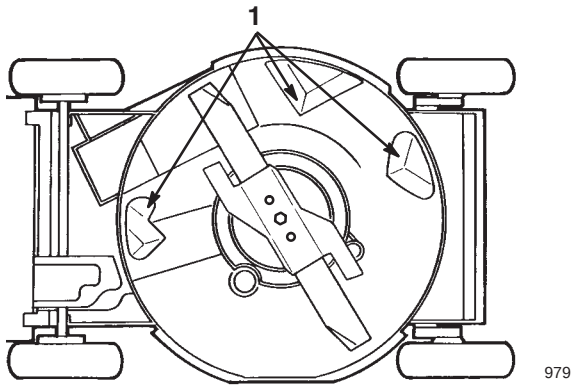

Figur 16
Håll undersidan av gräsklipparkåpan ren. Var särskilt noga med att hålla stötplåtarna fria från skräp (figur 16).
5. Tippa gräsklipparen på **vänster** sida (figur 16).